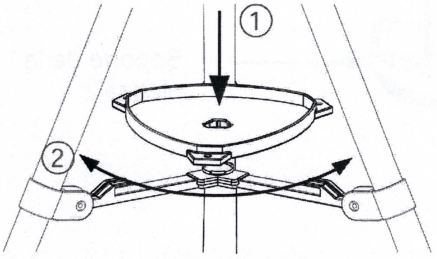

Fig. 1.1a
2. Instale la bandeja de accesorios come se muestra en la Fig. 1.1a.